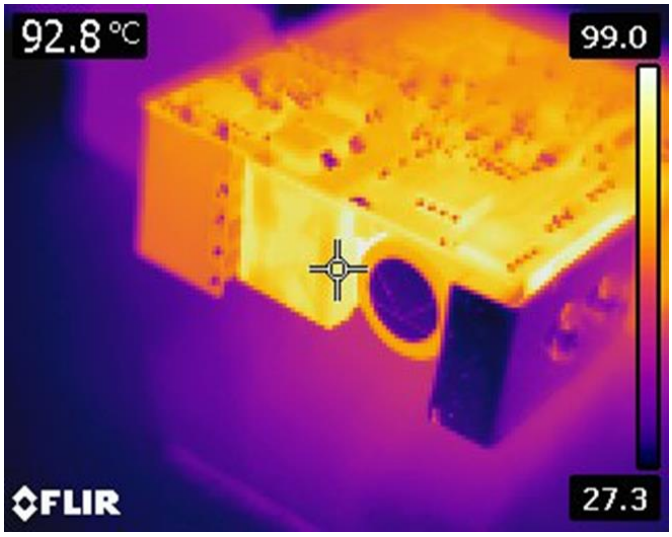

Figure 21 Thermal measurement: d) PFC inductor, e) PFC MOSFET, and f) Transformer
The following images in Figure 21 are the infrared (IR) thermal images of the board at 90 V AC input and 48 V and 5 A output (full power 240 W) after 1-hour burn-in time and at around 25°C ambient temperature.